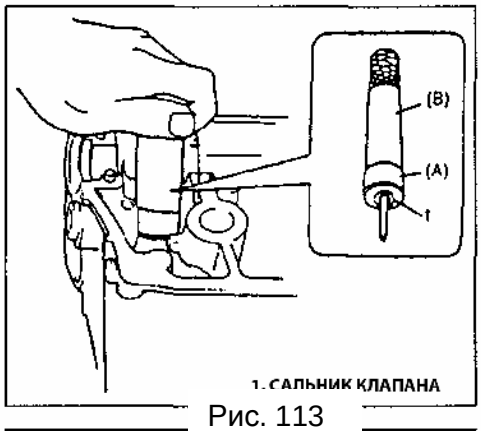

Рис. 113
5) Установите новый сальник на направляющую клапана. После нанесения моторного масла на сальники и вал инструмента (оправку для сальника) установите сальник на вал оправки, затем запрессуйте сальник на направляющую клапана (Рис. 113).